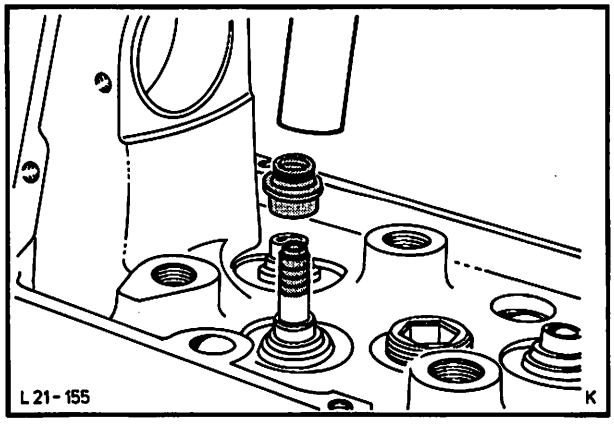

Abb. 241 Ölabschirmring mit Spezialwerkzeug 21-007 montieren, „B"-Motor
4. Ölabschirmring mit Öl benetzen und (beim „B"-Motor mit Spezialwerkzeug 21-007) montieren, Abb. 241. Klebefolie von Ventilschaft wieder entfernen.